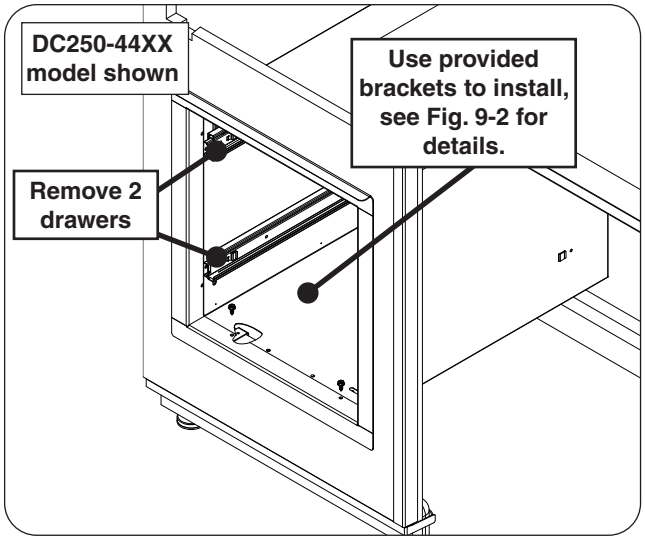
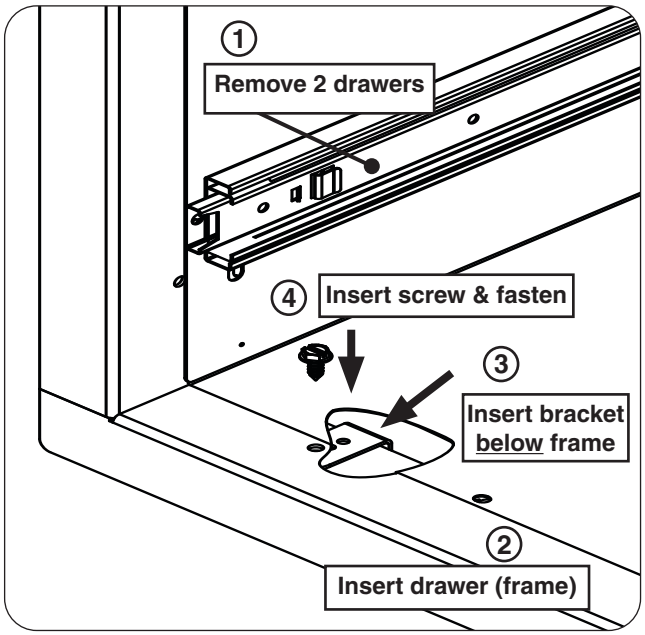

Fig. 9-1 Install drawer
Fig. 9-2 Install drawer detail
1. Remove the drawers. See Fig. 9-1. (Refer to the instructions provided with the drawer if needed.)
2. Insert your unit completely into the appropriate opening. Ensure it is flush against the exterior wall (see Fig. 9-1 and Fig. 9-2, step 2).
3. The drawer will have 2 round holes on both the top and bottom of its frame. Reach from within the island and insert a bracket where a hole exists, **below the frame**. See Fig. 9-2, step 3.
4. While squeezing the rear of the bracket and the front of the drawer frame **firmly** against the concrete wall, insert a hex screw and tighten with the power drill and 5/16" hex driver (see Fig. 9-2, step 4). DO NOT OVERTIGHTEN.